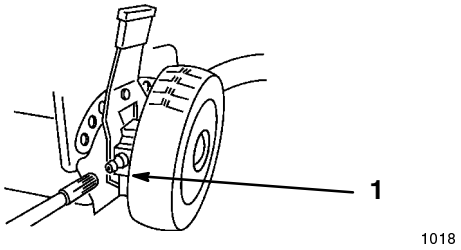

**Figure 26**
1. Wipe the grease fittings on the rear wheel height adjustment levers (Fig. 26) with a clean rag.